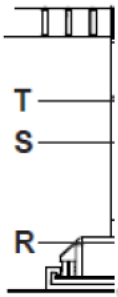

рис. 7.1
• При выключенном, неработающем котле с помощью штуцера (R) проверьте давление газа (рис.7.1 и рис. 7.2) и сравните полученное значение с приведёнными в таблице «Давления газа» в разделе «4.4 и 4/5 Технические данные» на стр. **21**
• Хорошо закройте штуцер давления (R), см. рис. 7.1 и рис. 7.2.